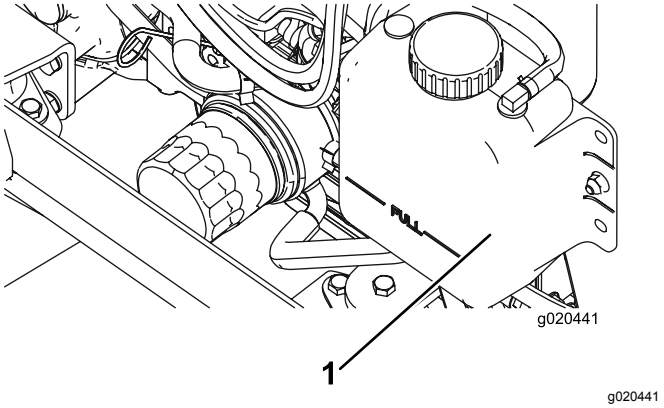

Figuur 9
1. Verwijder voorzichtig de doppen van de radiateur en de expansietank (Figuur 9).